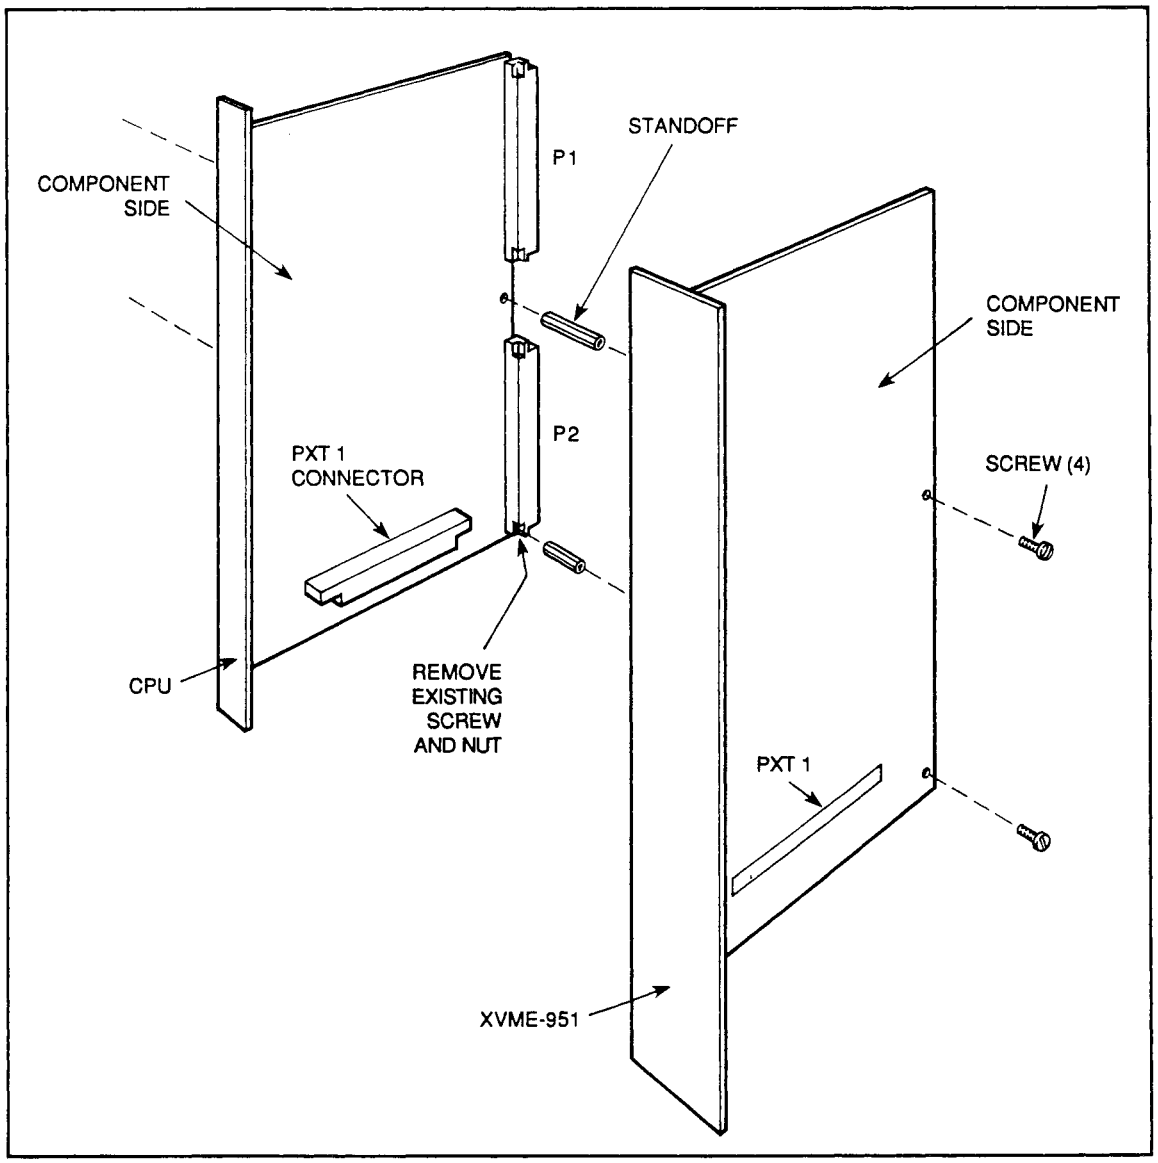

Figure 2-3. Installing the XVME-951/2 onto a CPU
1. Remove and discard the connector P2 screw and nut closest to the bottom corner of the CPU module. Refer to Figure 2-3.
2. Attach the long female/female standoff to the solder side of the XVME-951/2 module, as illustrated in Figure 2-3, using a short screw.
3. Attach the short female/female standoff to the solder side of the XVME-951/2 module, as illustrated in Figure 2-3, using a short screw.